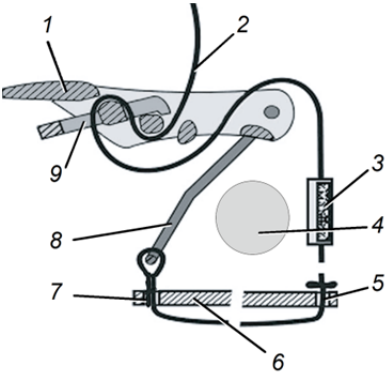

Fig. 42 Lange cilinderriem
(1) Voer de cilinderriem (→ Fig. 42) eerst door de sleuf in de rugplaat (aan de rechterzijde van de uitrustingsdrager), daarna door de rechtersleuf in de rugplaat en vervolgens door de cilinderklamp - trek de cilinderklamp verticaal.
(2) Druk de klittenbandsluiting op de cilinderriem met de gevoerde zijde naar buiten wijzend.